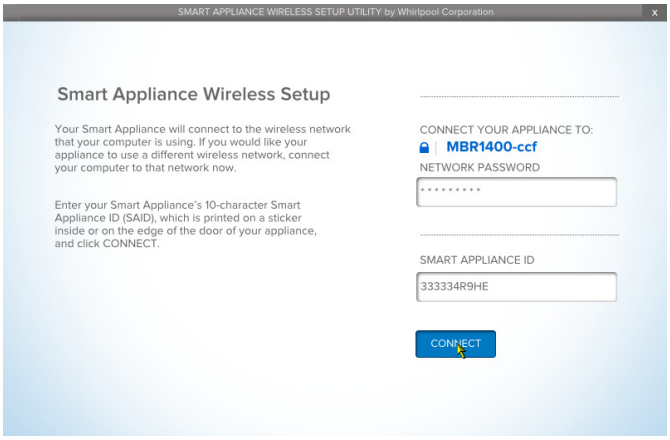

Figure 7
4. Enter the Router Password (password is case sensitive) for the wireless network that you want your appliance to use. Then enter the Smart Appliance ID # from Tag located on product. (SAID# is case-sensitive.) See figure 7.